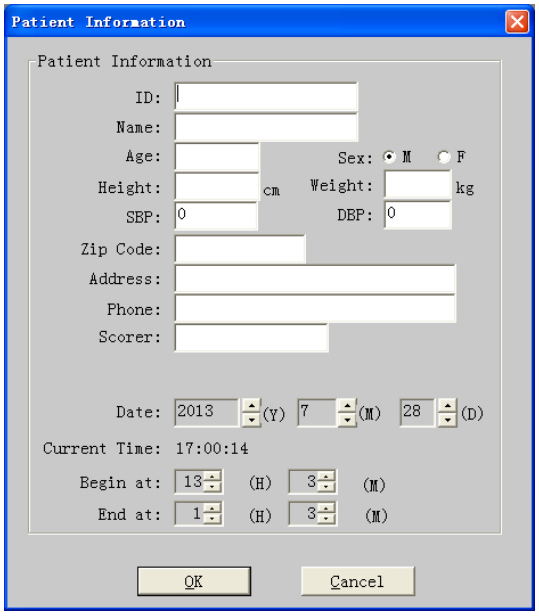

Figure 2-4 “Patient Information” dialog box
⑤After selection, click the " OK" button, and “Patient Information” dialog box pops up (Figure 2-4).